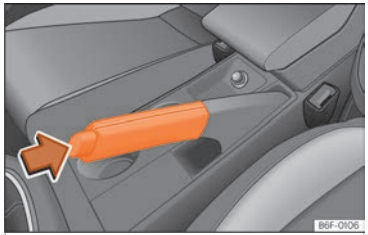

Fig. 121 Fre d'estacionament entre els seients davanters.
- Estireu la palanca del fre d'estacionament cap amunt ››› fig. 121.
- Estireu lleugerament la palanca cap amunt, premeu el botó de desbloqueig en la direcció de la fletxa ››› fig. 121 i abaixeu completament la palanca ››› ⚠.